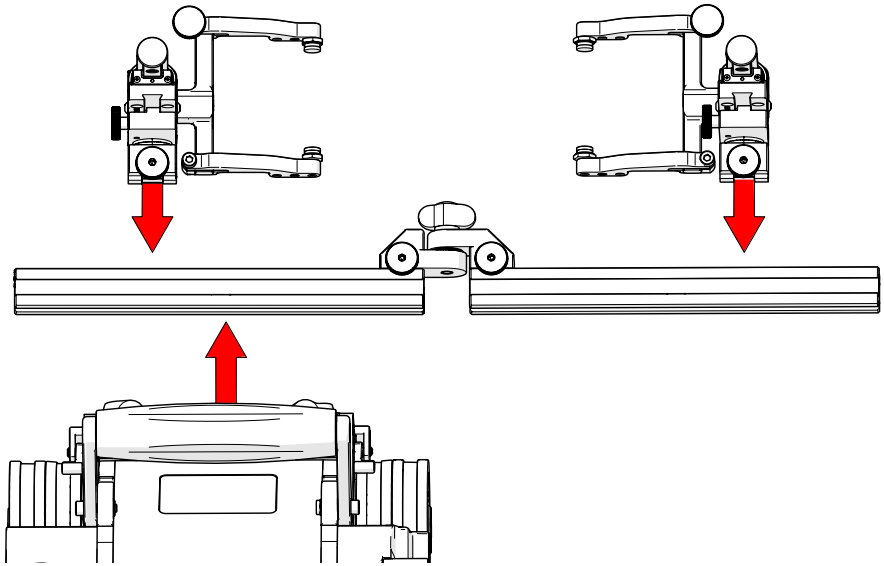

Fig. 180 - Configure assembly and mount to SKOOT HT
1. Disassemble the pivoting probe holder frame to achieve the setup shown *(Fig. 180)*. Ensure proper placement of the frame bar with attached mounting point in relation to the SKOOT HT.